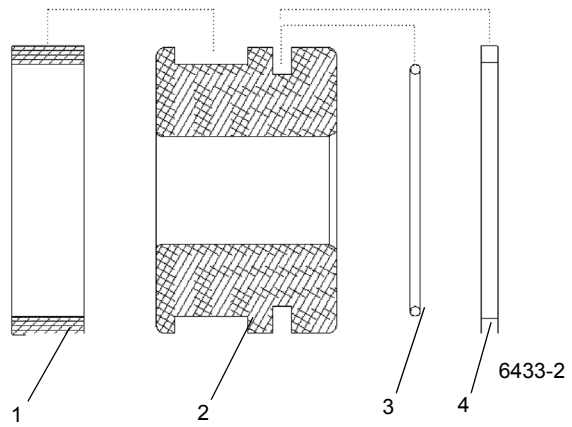

FIGURA 2-51
2. Instale as vedações do pistão (Figura 2-51) como mostrado a seguir: